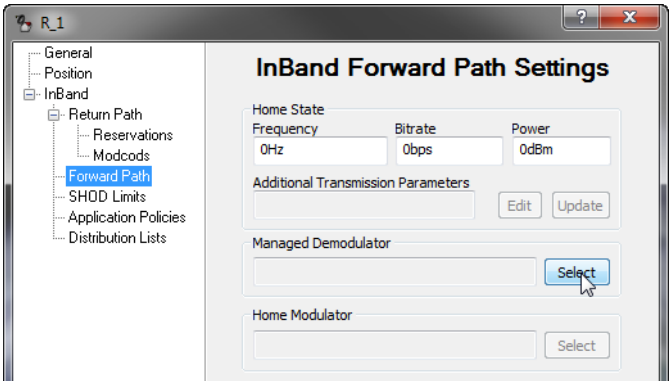

Figure 3-70 InBand Forward Path Settings dialog
17. Select the **Forward Path** (Rx settings) dialog (figure 3-70) for configuration of the receive Home State.